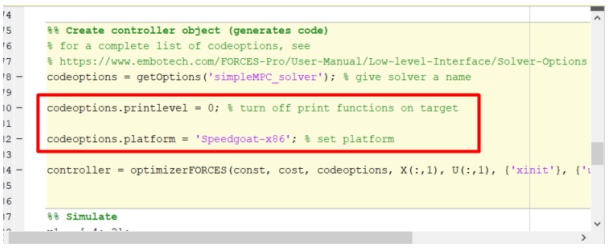

Figure 10.75: Set the appropriate code generation options.
1. (Figure 10.75) Set the code generation options: